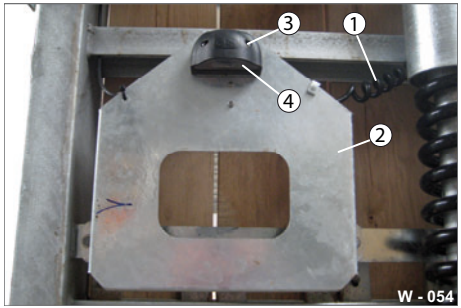

Abb. 54 Kennzeichenhalterung
- ▶ Lösen Sie die Befestigungsschrauben (Abb. 54/3).
- ▶ Ersetzen Sie die Leuchte (Abb. 54/4).